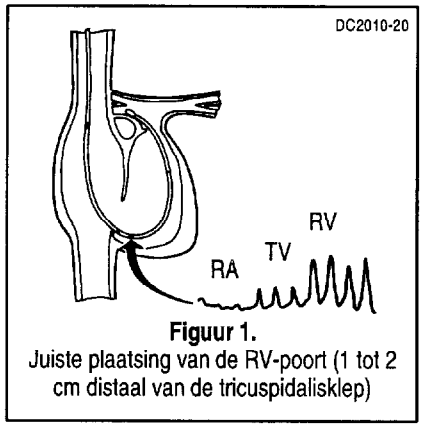

Figuur 1. Juiste plaatsing van de RV-poort (1 tot 2 cm distaal van de tricuspidalisklep)
2. Verbind de hub van het RV-lumen van de catheter met een druktransducer en controleer de juiste plaatsing van de RV-poort (1 tot 2 cm distaal van de tricuspidalisklep) (Figuur 1). Om beweging van de catheter te voorkomen, de catheter vastmaken ter hoogte van de inbrengplaats.